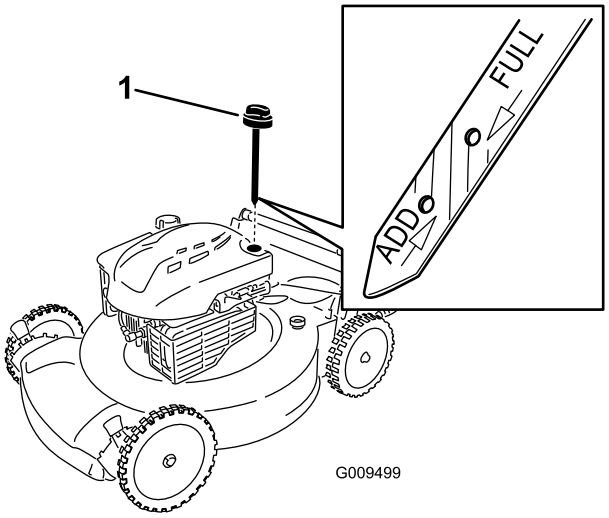

Figur 19
6. Tag målepinden ud af oliepåfyldningsrøret (Figur 19).